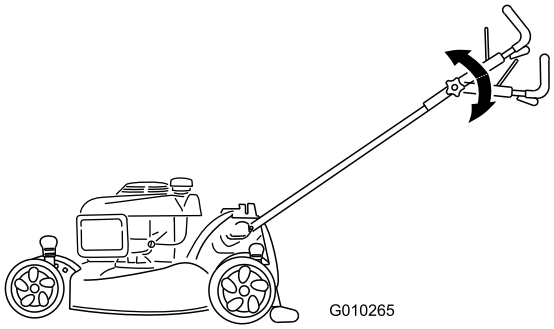

Figur 19
2. Flytta det övre handtaget till önskat läge (Figur 19).